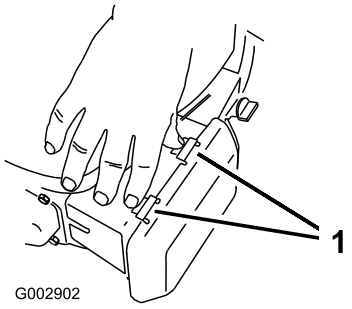

Figur 24
1. Tryck ned spärrflikarna på luftrenarkåpan (Figur 24).